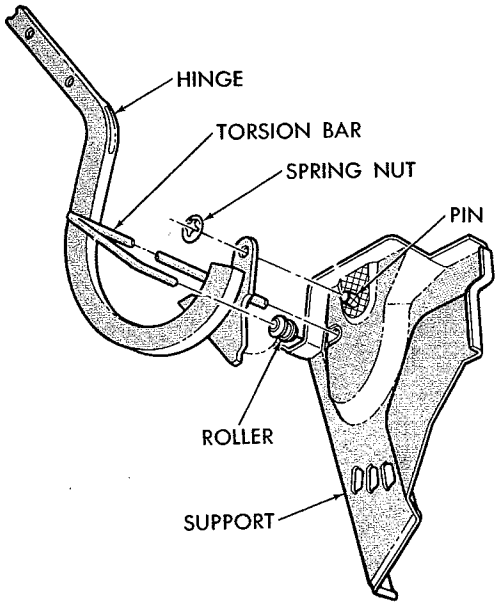

*Fig. 192—Deck Lid Hinge and Torsion Bar*
The deck lid hinges (Fig. 192) permit only a very slight adjustment at the deck lid to hinge attaching points.
(1) Remove the deck lid assembly.
(2) Disengage the torsion bar roller from hinge being removed. Use care when disengaging torsion bar as it is under a load.
(3) Remove spring nut (Fig. 192) retaining hinge to hinge bracket and remove hinge.
(1) Remove torsion bar (underspring load) from adjustment slot (Fig. 192).
(2) Unwind torsion bar.
(3) Unhook torsion bar from support bracket.
(4) Push torsion bar out of roller in hinge arm and remove from hinge support.